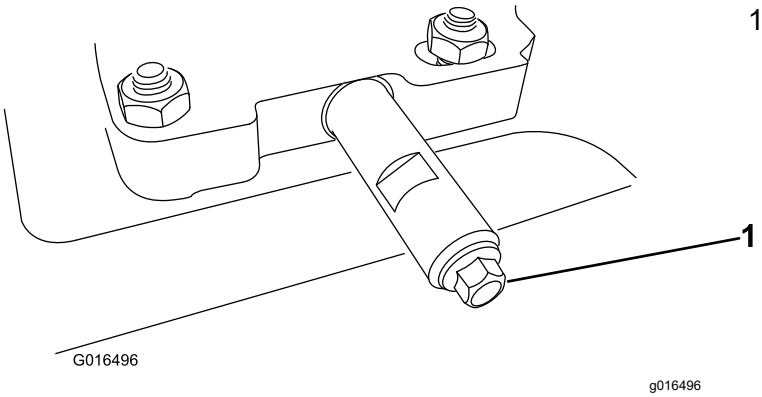

Figur 31
2. Rengør området omkring olieaftapningshætten (Figur 31).